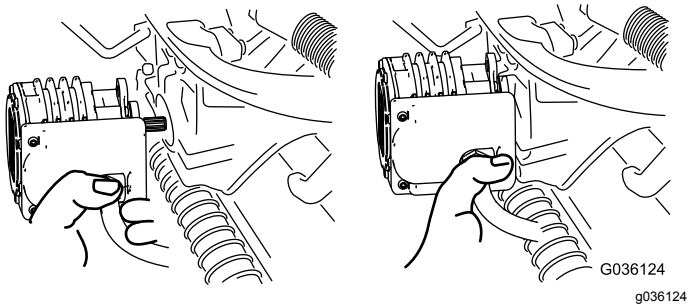

Figur 52
4. Flytta motorn till förvaringsutrymmet framför upphängningsarmen (Figur 52).